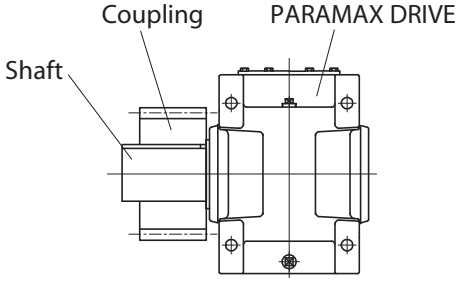
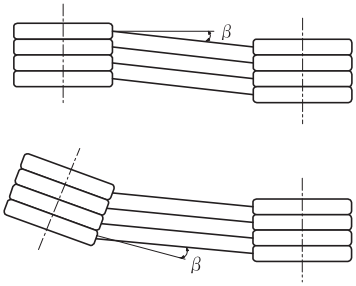

Fig.13
Fig.14
(2) Use of chain, sprocket and gear
- Locate the sprocket and gear as close to PARAMAX DRIVE as possible so that the point of application of the load will be closer to the PARAMAX DRIVE'S vertical centerline (Fig.13).
(3) Use of V belt
- Eccentricity of parallelism between two pulleys shall be less than 20' (Fig.14).